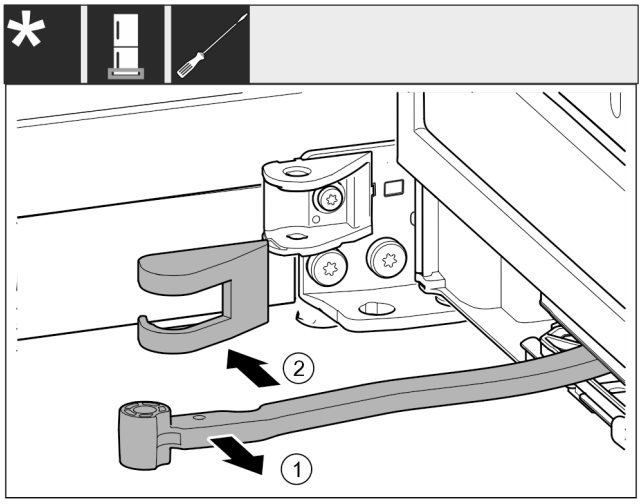

Fig. 16
▶ Pagrieziet šarnīru *Fig. 16 (1)* durvju virzienā.
▶ Noņemiet gultņa balsta pārsegu *Fig. 16 (2)*.